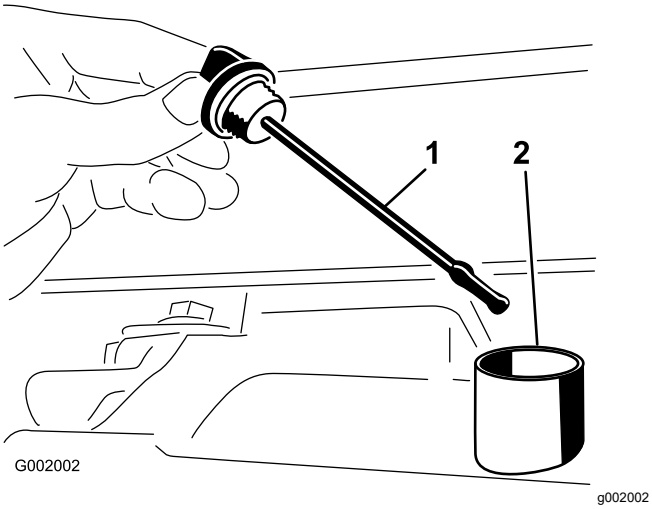

Figur 54
2. Ta ut stickan du kontrollerar växellådans oljenivå med och torka av den med en ren trasa (Figur 54).